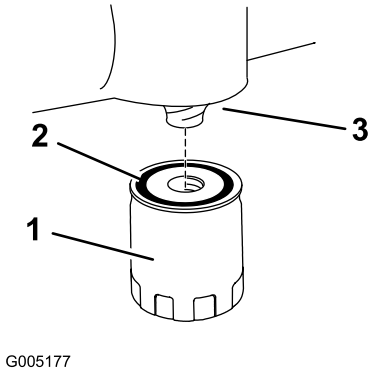

Figur 39
18. Drej oliefilteret med uret, indtil gummipakningen berører underlaget. Spænd dernæst filteret yderligere 2/3 til 1/ omgang (Figur 39).